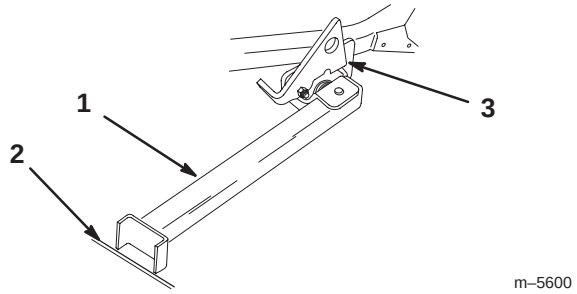

Figure 27
4. Posez le pied du support sur le sol et appuyez le verrou sur la languette de pivot (Fig. 27).
Note: Pour de meilleurs résultats, placez le pied du support dans des anfractuosités du trottoir ou du gazon (Fig. 27).
6. Montez la machine sur le support. Arrêtez-vous quand le verrou retombe sur la languette en position verrouillée (Fig. 27). Lorsque la machine est sur le support, serrez le frein de stationnement et arrêtez le moteur.